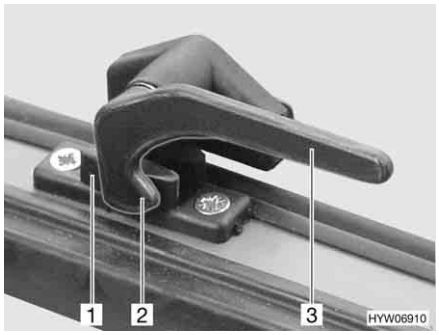

Fig. 52 Catch lever in "closed" position
- Turn the catch lever (Fig. 52,3) a quarter turn towards the centre of the window.
- Turn the catch lever (Fig. 52,3) a quarter turn towards the window frame. The locking catch (Fig. 52,2) is located on the inside of the window catch (Fig. 52,1).
- Firmly closed (Fig. 52)